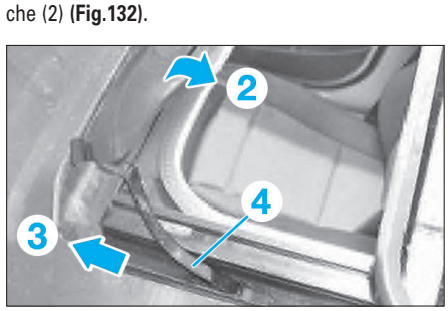

Fig. 132
• Soulever le déflecteur d'air dans le sens de la flèche (2) **(Fig.132)**.